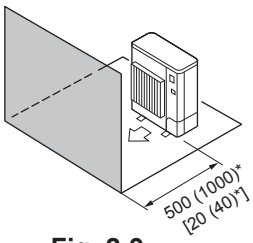

Fig. 2-9
④ Obstacles uniquement à l’avant (Fig. 2-9)